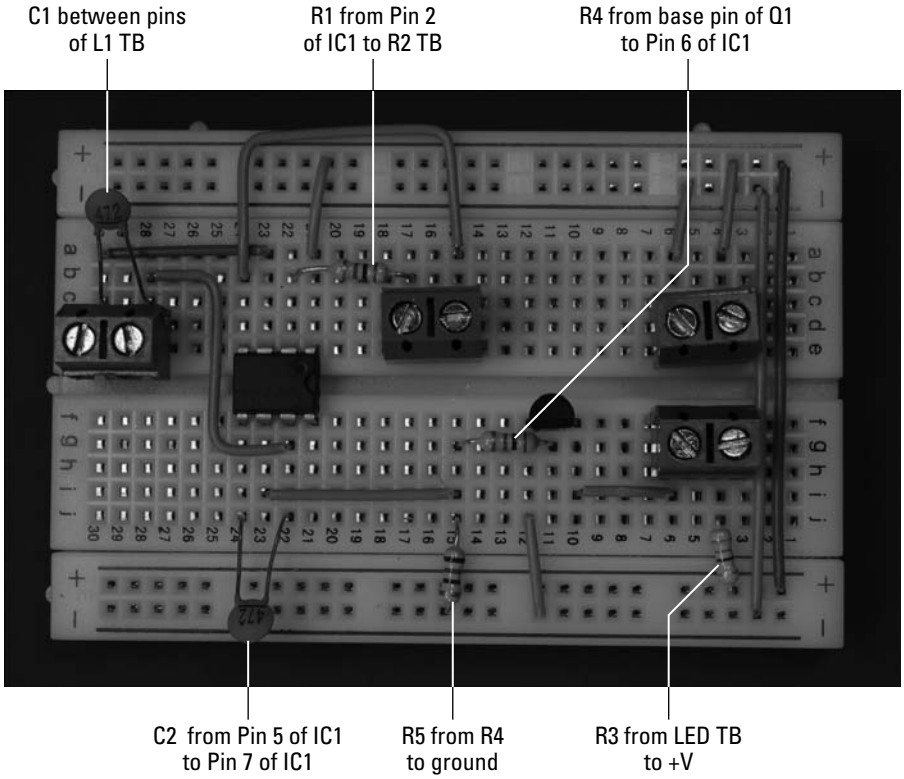

Figure 12-9: Insert resistors and capacitors on the breadboard.
5. **Insert two 0.0047 microfarad capacitors (C1 and C2), two 247 ohm resistors (R3 and R5), one 1 kohm resistor (R1), and one 120 ohm resistor (R5) on the breadboard, as shown in Figure 12-9.**